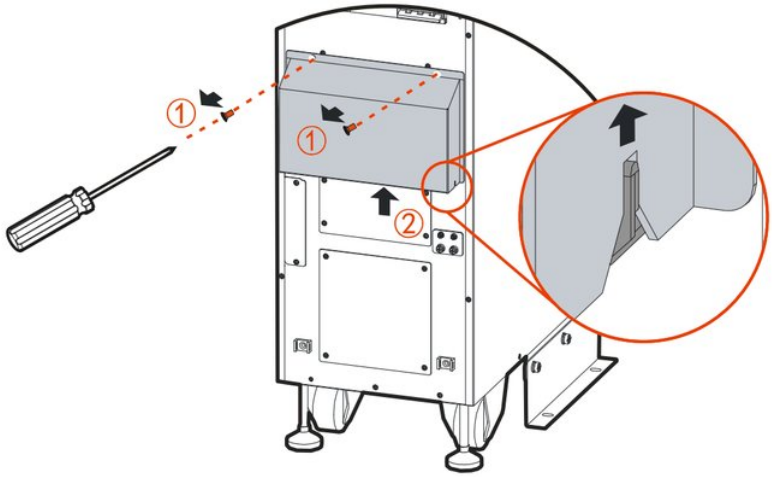
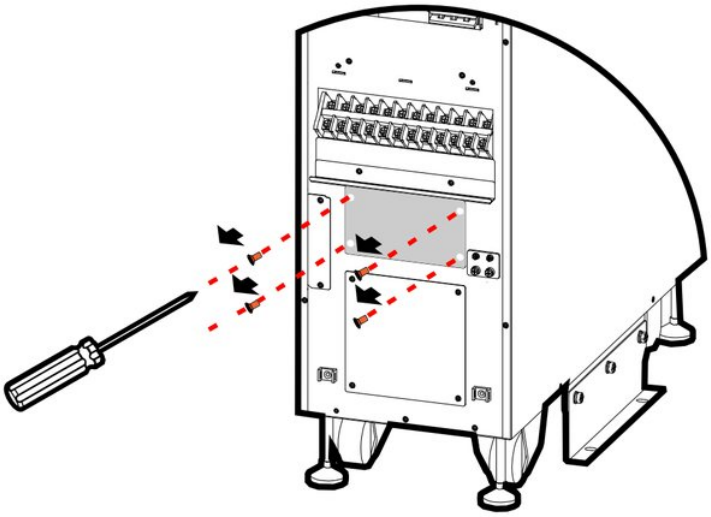

FIGURA 3-15 Rimozione del coperchio dei morsetti
FIGURA 3-16 Rimozione del bullone del coperchio del connettore di modalità
1. Rimuovere il coperchio dei morsetti. Il coperchio ha delle asole nella parte inferiore: togliere prima le viti del coperchio, poi sollevarlo verso l'alto per rimuoverlo, come illustrato nella Figura 3-15. Svitare quindi il bullone del coperchio del connettore di modalità e rimuovere il coperchio, come illustrato nella Figura 3-16.